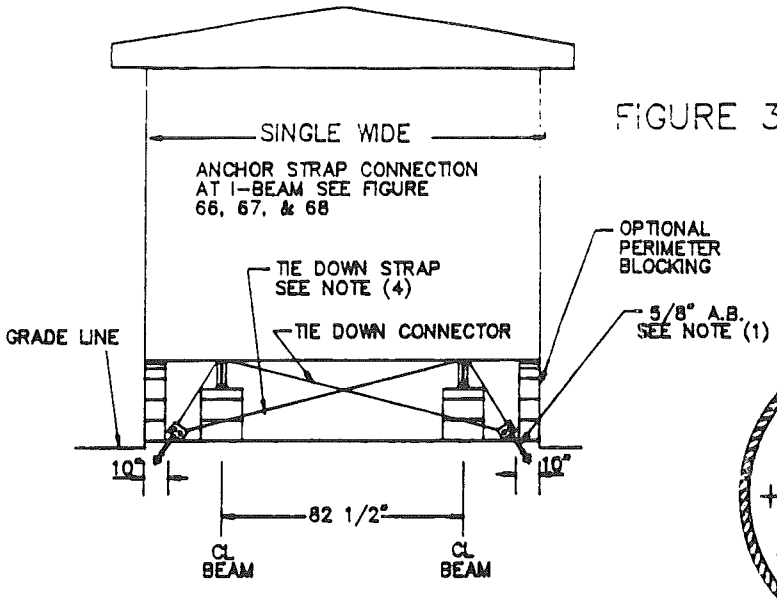

FIGURE 34
9. Ground anchors and anchor heads must be sized to resist the loads shown in Figures 34 through 37. The materials necessary to anchor your home to the ground have not been provided by this company and may be obtained through your independent manufactured home dealer.
1. As noted earlier in this instruction, the ground anchors must be installed prior to locating the home on the site in its final resting position. The exact location of the anchors outward from the main longitudinal I-beams under the home will be determined by the height of the pier supporting the home and as shown in Figures 34 through 37.
5. The diagonal ties (frame ties) required can be determined by reference to Figures 34, 35, 36, or 37. The spacing requirements are based on your geographical area, Zone I or Zone II, as indicated on your Structural Design Basis Certificate, Design Wind Zone Map.